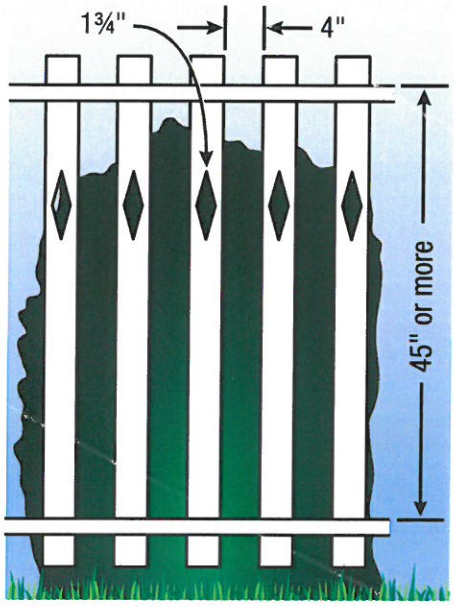

Figure 4
7. **Spacing between vertical members** shall not exceed 1¾ inches in width. Where there are decorative cutouts, spacing within the cutouts shall not exceed 1¾ inches in width (figure 4).